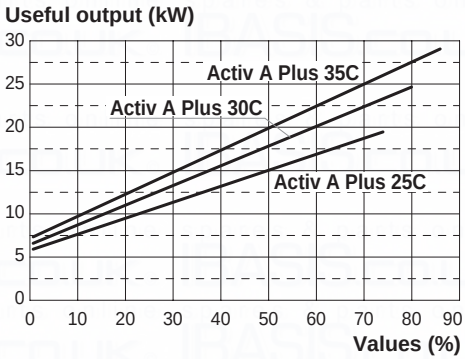
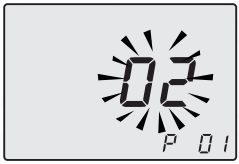
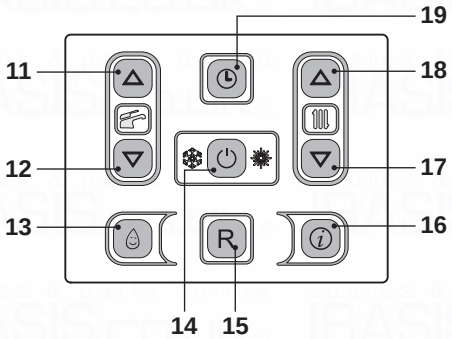

Fig. 7.45
Fig. 7.46
Fig. 7.47
Refer to Fig. 7.45 and determine the correct Value appertaining to the output required for the central heating requirement.
- Enter the ”programming mode” by pressing keys 14 - 17 - 18 (Fig. 7.47) for 10 seconds at the same time until the letters **P01** are displayed on the LCD display, indicating that ”parameter 01” (Fig. 7.46) has been activated.
- It is possible to modify parameter using keys 11 or 12 (Fig. 7.47) (Refer to Fig. 7.45 and determine the correct Value appertaining to the output required for the central heating requirement.).
- By pressing key 14 (Fig. 7.47) confirmation of the inserted value is obtained.
- Press keys 17 or 18 (Fig. 7.47) to exit without changing the value.